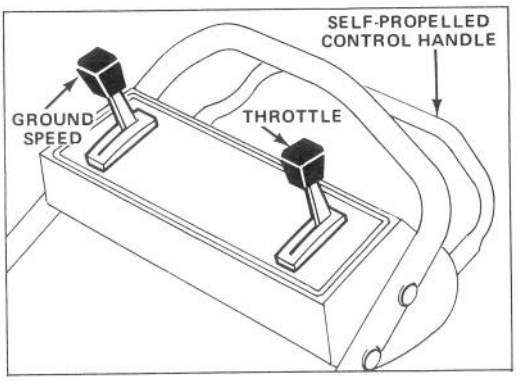
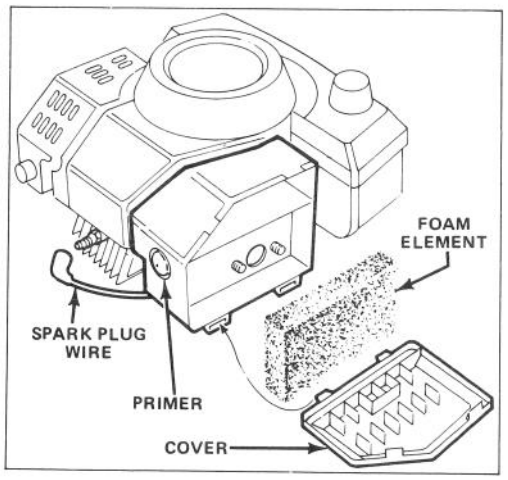

Figure 8
Figure 12
1. CONTROLS – Throttle, ground speed control and blade/self-propelled control bar are on upper handle (Fig. 8). Recoil starter is on top of engine.
3. STARTING – Move ground speed control to "N" and throttle to CHOKE (Fig. 8). Cover hole in center of primer with thumb and push once (Fig. 12). Pull fingertip starter and regulate throttle as desired when engine starts.
5. STOPPING (Fig. 8) – Release control bar to stop blade and traction drive. Move ground speed control to "N". To stop engine, move throttle to OFF. Pull wire off spark plug if mower is unattended or not used.
2. Lift tabs at top of air cleaner cover and pivot cover down. Clean cover thoroughly (Fig. 12).
3. If outside of foam element is dirty, remove it from air cleaner body (Fig. 12). Clean thoroughly.
1. Stop engine and pull wire off spark plug (Fig. 12).